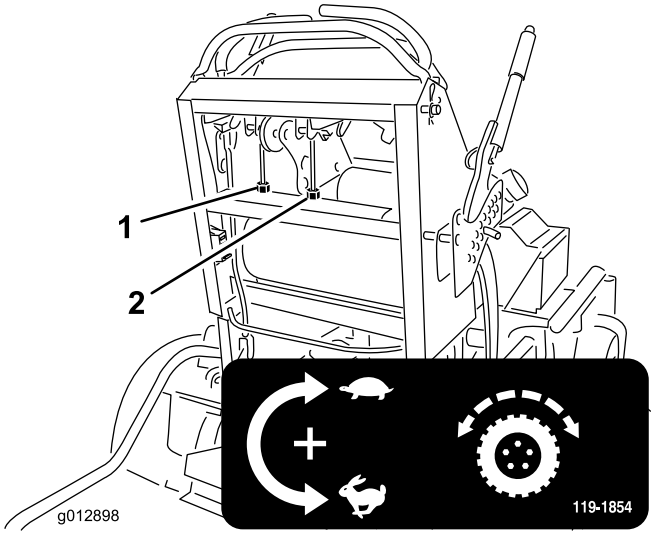

Figuur 56
4. Draai de rechterkabelafstelling zo, dat de rechterrijhendel in het midden van de sleuf voor de neutraalstand in het bedieningspaneel staat. Draai vervolgens de linkerkabelafstelling in stappen van een kwart draai tot de machine recht spoort (Figuur 56).